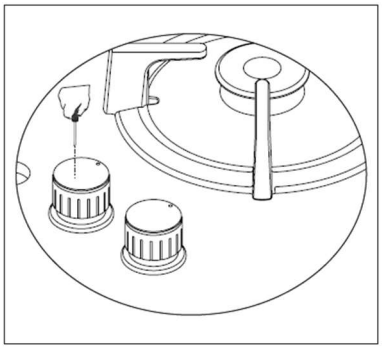
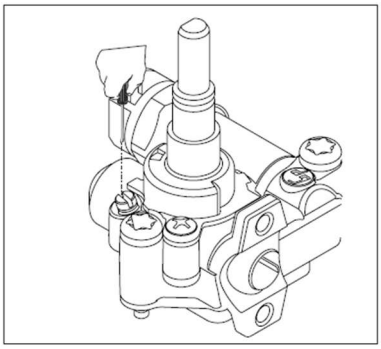

Рис. 4
Рис. 5
5. Закрепите варочную поверхность на столешнице при помощи скоб и шурупов, поставляемых в комплекте (рис.3 и рис.4).
4. Выкрутите жиклер (Рис. 3) и замените на подходящий. Снимите ручку управления, соответствующую данной конфорке (Рис. 4), отрегулируйте положение регулировочного винта, который находится в центре газового крана (Рис. 5). Используйте отвертку подходящего размера.